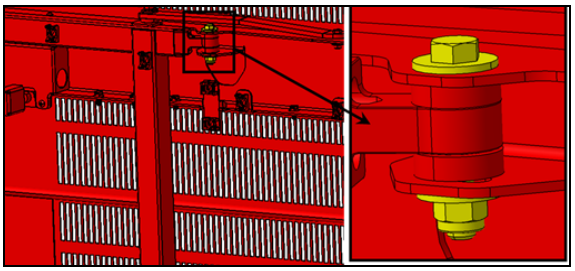

**FIGURE 110**
6. If the longitudinal position is out of tolerance, adjust using the adjustment provided on the inner side of the door, at the upper attachment point of the arm on the door (FIGURE 110).